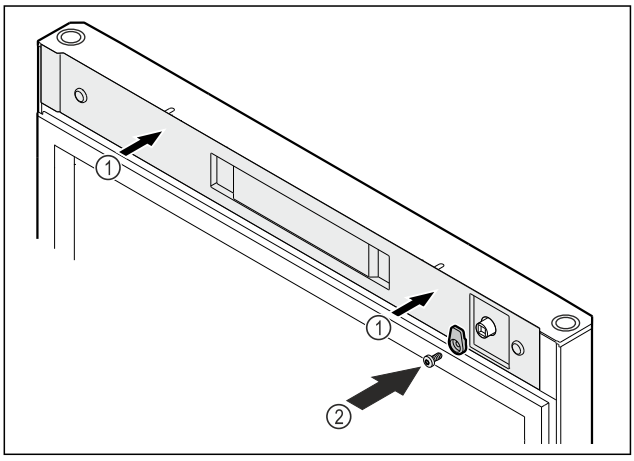

Fig. 55
- ▶ Set the cover back in place *Fig. 55 (1)*.
- ▶ Screw on the door latch *Fig. 55 (2)*.